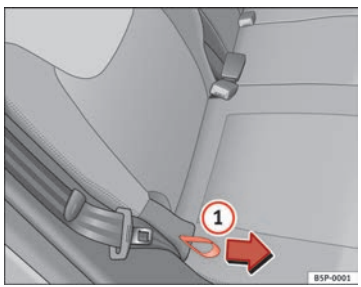

Abb. 96 Einstellung der Lehnenneigung, Rücksitz
– Halten Sie die Rückenlehne oben fest. Ziehen Sie die seitliche Zugschlaufe am Sitz ⇒Abb. 96 (1) in Pfeilrichtung und halten Sie die Zugschlaufe in dieser Stellung. Drücken Sie die Rückenlehne in die gewünschte Stellung nach hinten und lassen Sie die Zugschlaufe los.